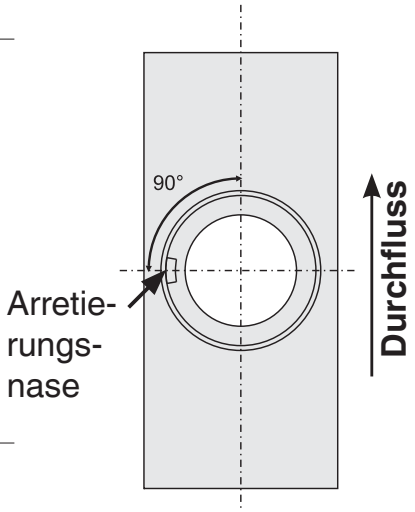

Abbildung 2
3. Arretierungsnase 90° zur Durchflussrichtung ausrichten (Abbildung 2).